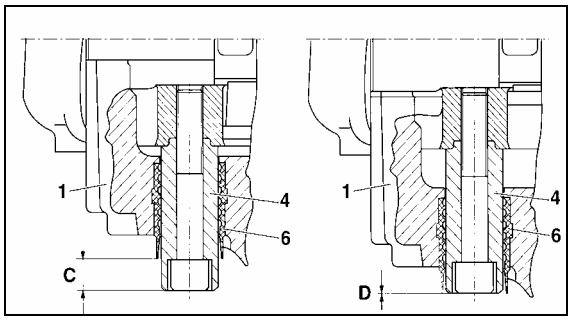

FIGURE 29: BRAKE PAD CHECK 12117
The pad thickness can be seen but would require removal of the tire and rim. An indicator of the pad wear condition is available by inspecting the floating pin location in relation to the rubber bushing as shown in figure 29. When pads are in new thickness condition, the pin will be exposed (C) 19 mm (¾”). When the pads are worn to replacement conditions, the pin will be nearly flush to the bushing (D) or within 1 mm (3/64”) of the edge of the rubber bushing.